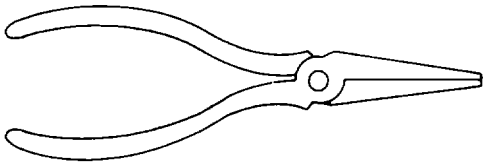

Figure 4-43. Long-Nose Pliers
(3) *Long-nose pliers*. Long nose pliers, shown in figure 4-43, are used to reach places inaccessible to the fingers, such as inserting cotter pins in close places. They are also used to bend small pieces of metal.